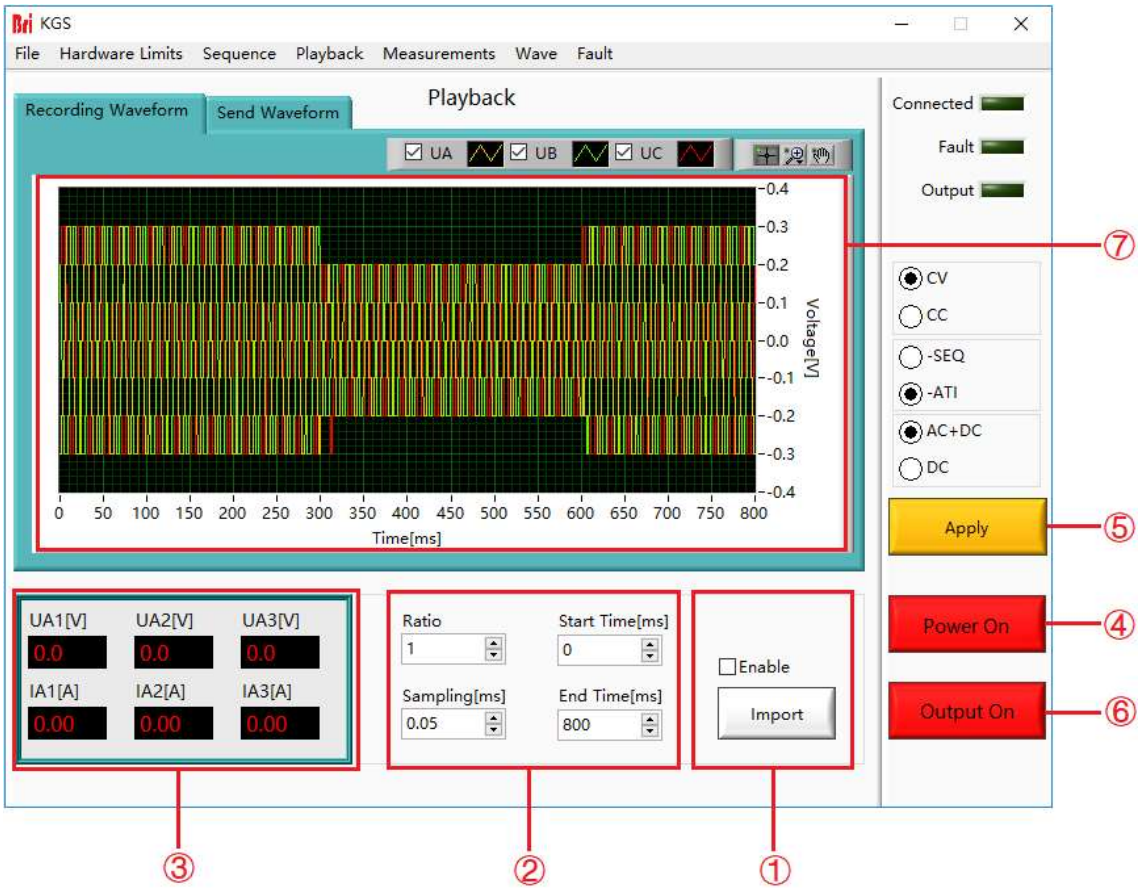

Figure 5-27 Waveform reproduction interface
(1) Click "Playback" to enter the waveform reproduction panel, click "Power On" (Figure 5-27④) to start the network side.
(2) Click "Import" to import the default waveform curve (Figure 5-27①) (If the customize curve file need to import by users, check the “Enable” box, and then click “Import”).
(3) Set parameters, such as waveform scale, waveform sampling time, waveform start/end time, etc. (Figure 5-27②).
(4) Click "Apply" → "Replay" (Figure 5-27 ⑤) to import waveform data.
(5) Click "Output On" (Figure 5-27 ⑥), the power supply worKGS and start to output.